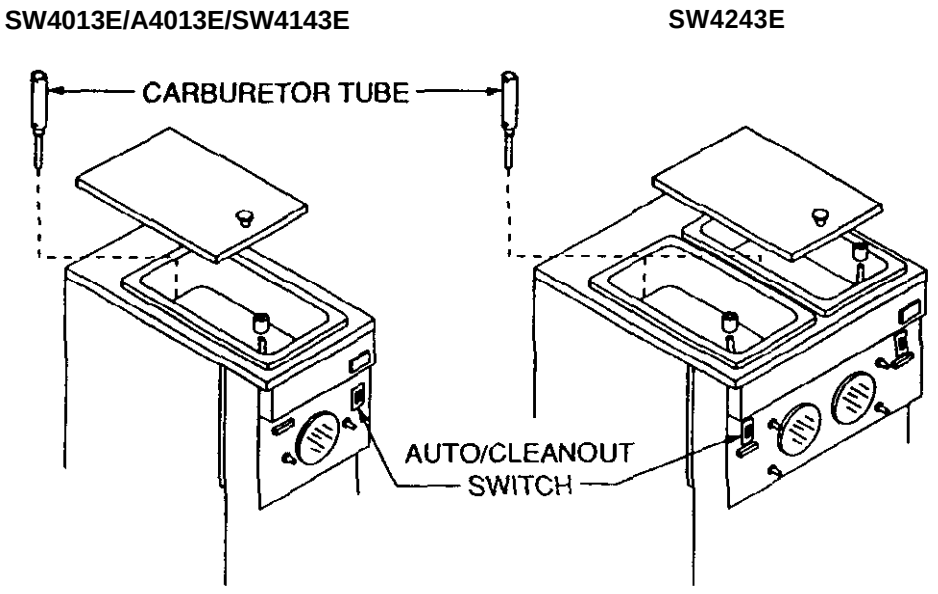

FIGURE 3
1. Remove the carburetor tube. (See Figure 3).
4. Start the machine by setting the control switch (Figure 3) to the **“AUTO”** position and raising the spigot switch arm (Figure 3) until both dasher motor and compressor are running.